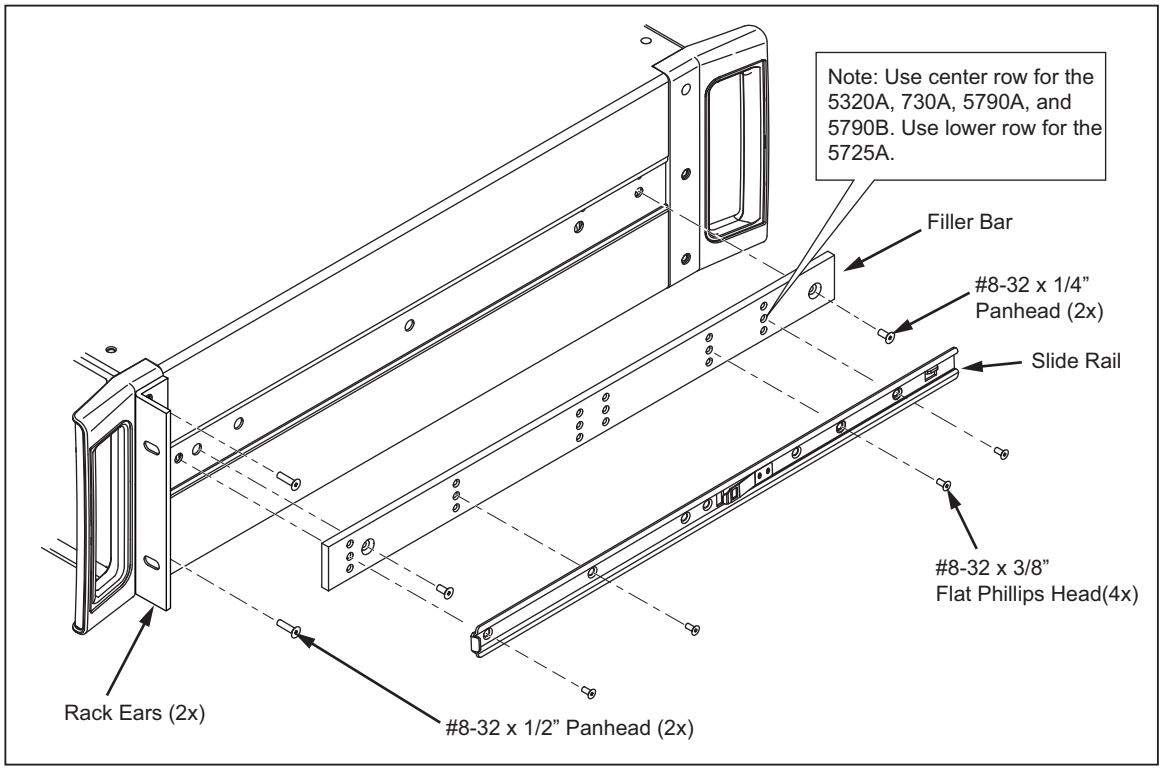

Figure 1. Attaching Hardware to the Instrument
1. Attach the rack ears to the instrument using two #8-32 x ½" pan-head screws for each ear as Figure 1 shows.
2. Install the filler bars on the sides of the instrument using two #8-32 x ¼" truss-head machine screws per bar as Figure 1 shows, making sure the first tapped hole closest to the end of the bar is toward the front of the instrument.
4. Attach the slide rails to the filler bars using four #8-32 x 3/8-inch pan flathead screws for each rail as Figure 1 shows. Mount the 5730A, 5790A, and 5790B slide rail to the center row of holes. Mount the 5725A slide rail to the lower row of holes. (See Figure 1.)